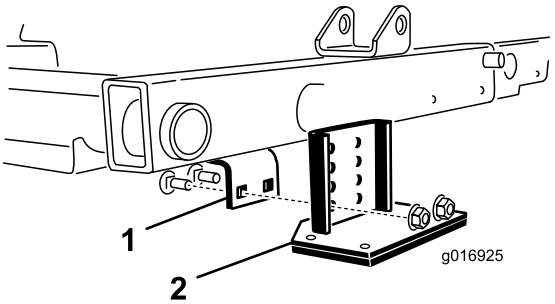

Rysunek 30
2. Zlokalizuj uchwyt na ramie powyżej centralnej jednostki tnącej (Rysunek 30).
3. Naciskając w dół przednią rolkę centralnej jednostki tnącej ustal, które otwory we wsporniku odchylania pasują do otworów w uchwycie na ramie, dzięki czemu po zamontowaniu wspornika odchylania zachowany zostanie ten sam punkt kontaktu z rolką (Rysunek 30).
4. Opuść jednostki tnące i przykręć do ramy wspornik odchylania za pomocą śrub podsadzanych (2 szt.) i nakrętek dostarczonych w zestawie (Rysunek 30).